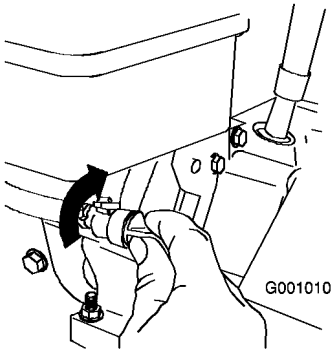

Figur 26
3. Stäng avstängningsventilen genom att vrida den medsols (Figur 26).